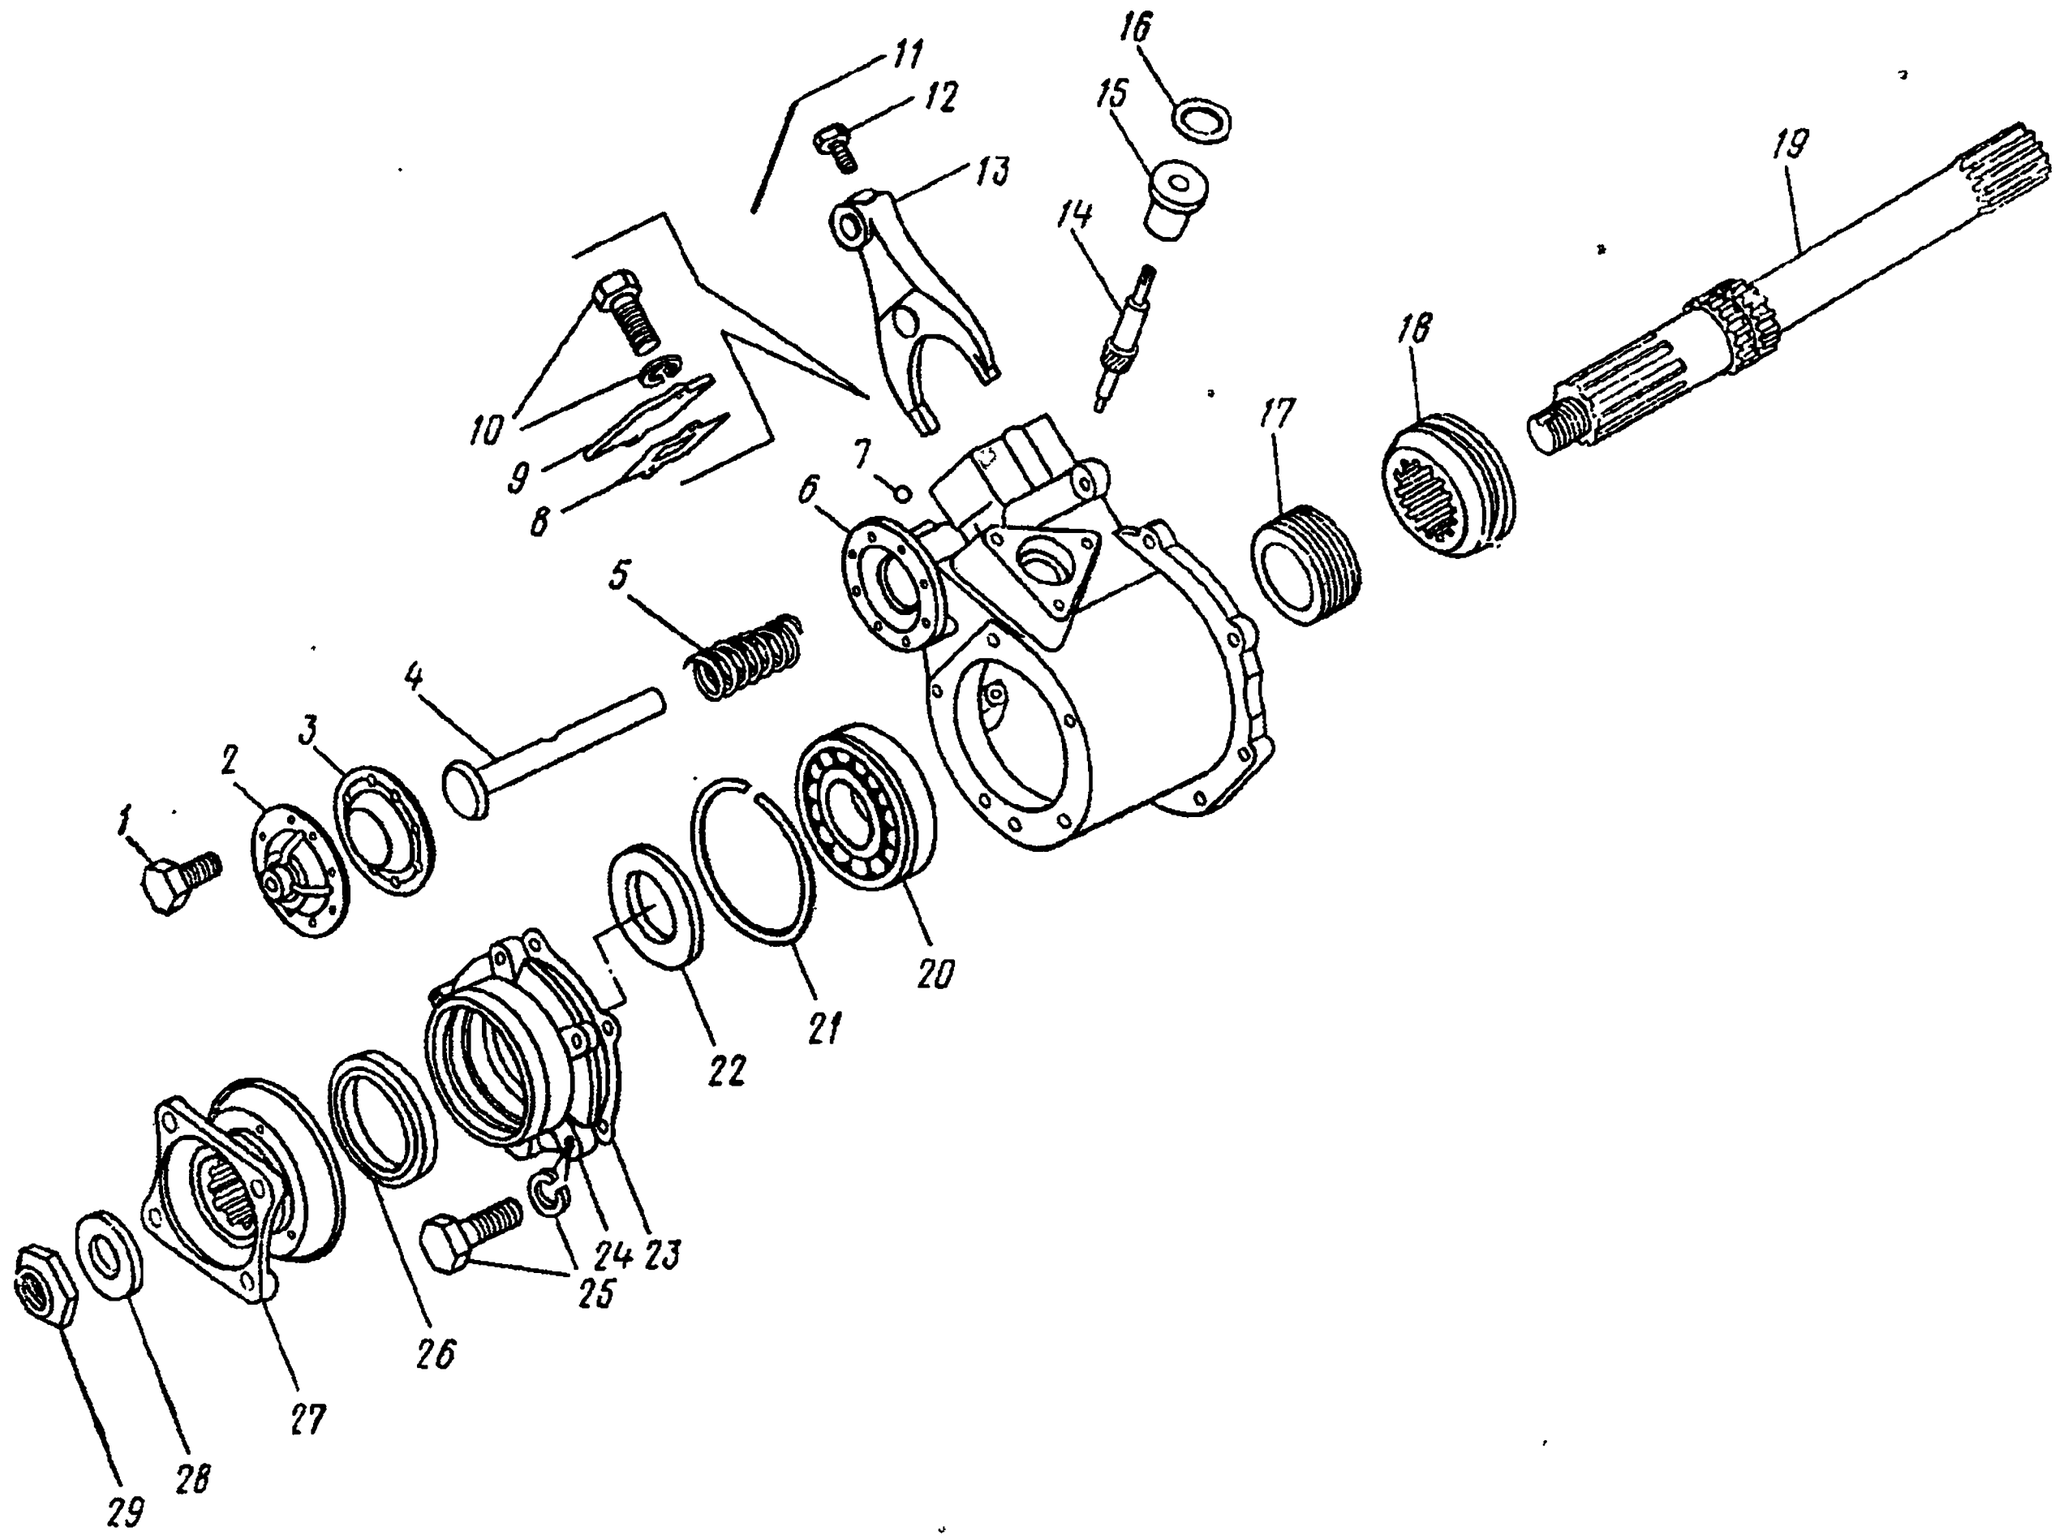

Рис. 171. Картер привода переднего моста в сборе с валом.
88. Установите на шлицы вала *19* (см. рис. 171) муфту *18* блокировки дифференциала конусом к широкому венцу. Напрессуйте зубчатое колесо *17* привода спидометра зубьями в сторону муфты. Напрессуйте шарикоподшипник *20* и поставьте маслоотгонную шайбу *22*	Оправка, пресс, молоток